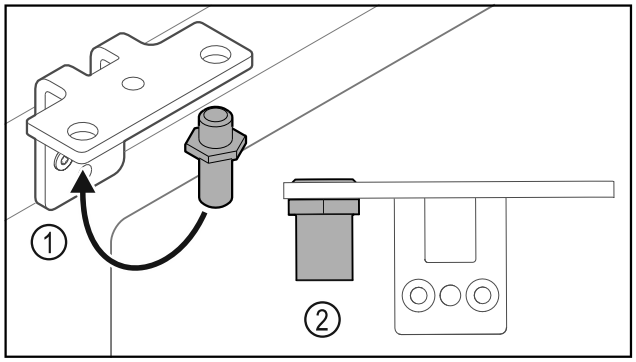

Fig. 14
▶ Перемістити палець *Fig. 14 (1)* у шарнірному кутику.
▶ Затягнути палець *Fig. 14 (2)* з **обертальним моментом 12 Нм**.